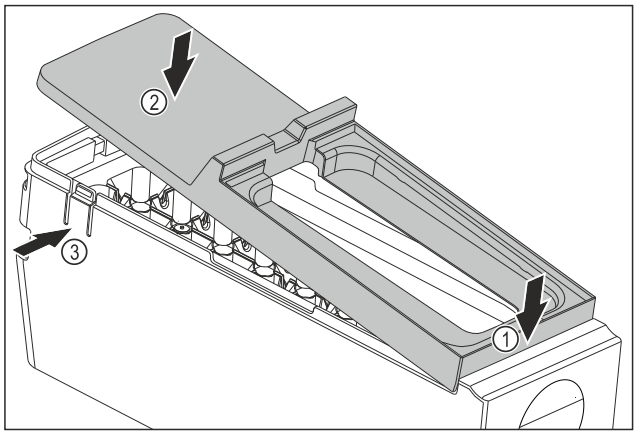

Fig. 215
- ▶ Installing the EasyTwist-Ice body cover: Place the cover on the front. *Fig. 215 (1)*
- ▶ Lower the cover at the rear. *Fig. 215 (2)*
- ▷ The cover locks into both tabs *Fig. 215 (3)* audibly.